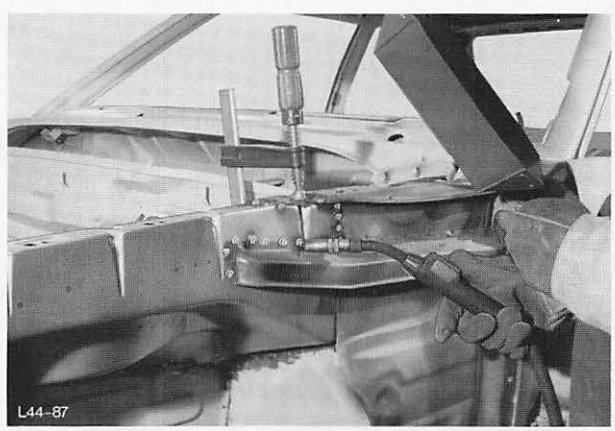

Abb. 113 Stehblech an Seitenwand anschweißen
21. Stehblech an Seitenblech und Spritzwand anpunkten bzw. anschweißen, Abb. 113.